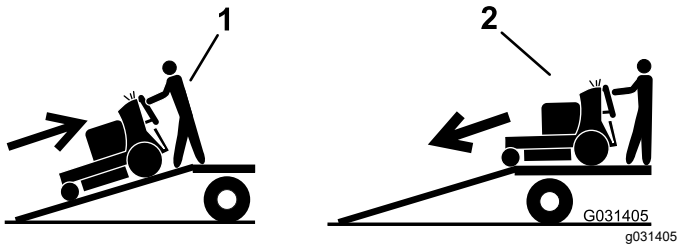

Bild 29
5. Fahren Sie die Maschine rückwärts die Rampe hoch (Bild 29).